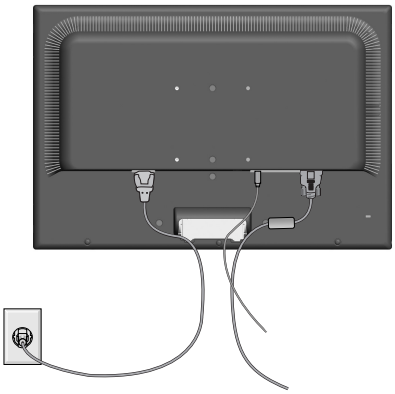

Figura R.3
4. Conecte el cable de CA y el cable de señal a la parte posterior del monitor (**figura R.3**).